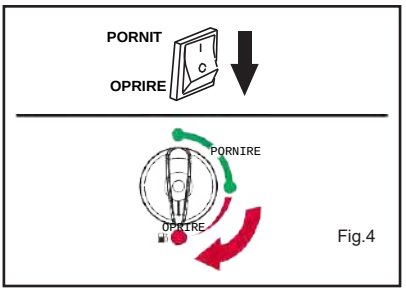

Fig.4
3. Rotiți comutatorul MOTORULUI în poziția „OFF” (Fig. 4).
4. Rotiți comutatorul de COMBUSTIBIL în poziția „OFF” (Fig. 4).